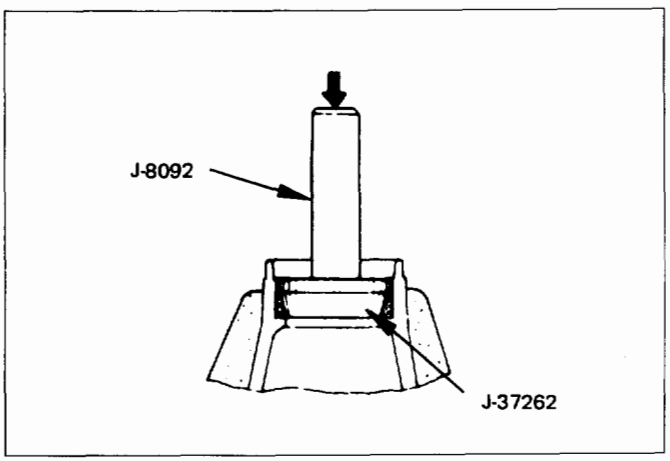

Fig. 4B-29
14. Inner bearing outer race (Fig. 4B-30)